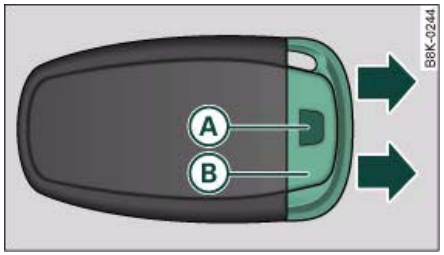
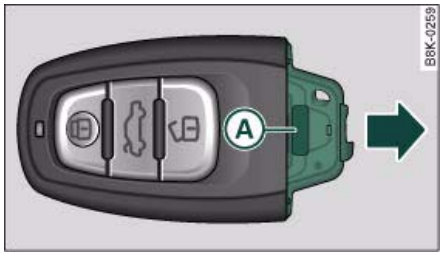

Fig. 32 Remote control key: Removing the emergency key
Fig. 33 Remote control key: Removing the battery carrier
– Press the release button (A) ⇒ fig. 32.
– Pull the emergency key (B) out of the remote control key.
– Press the release catch (A) ⇒ fig. 33 on the battery carrier and at the same time pull the battery carrier out of the remote control key in the direction of the arrow.